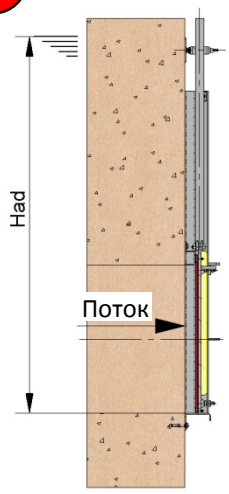
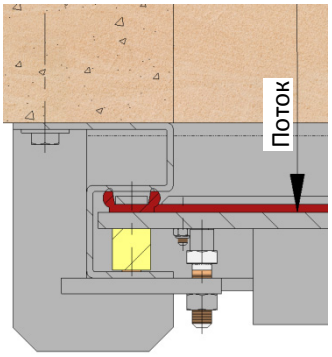

Рис. 7
Рис. 8
- ОДНОНАПРАВЛЕННЫЙ (МЕНЕЕ ПРЕДПОЧТИТЕЛЬНЫЙ ВАРИАНТ УСТАНОВКИ): (Рис. 7 и Рис. 8)